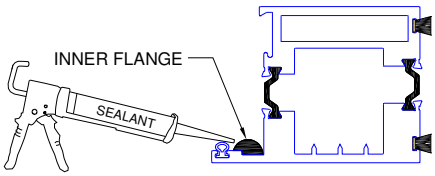

Figure 15:
2. Before glazing, apply a 1/4”×1/4”×6” bead of compatible sealant from each corner on inner flange of panel (Figure 15).
1. Apply a continuous 1/4”×1/4” bead of sealant before glazing. (Figure 15).